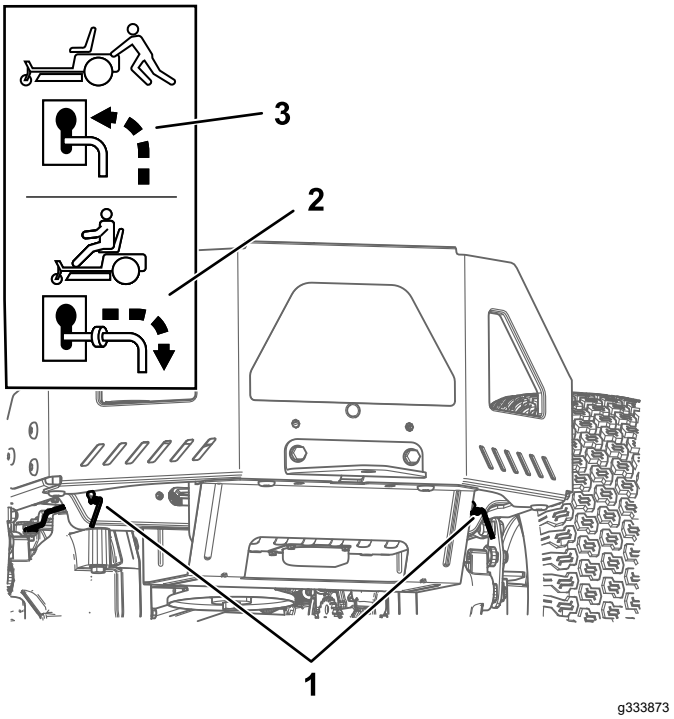

Figur 31
4. Flytt omløpsspakene forover gjennom hullet med spor i og nedover for å låse dem i denne stillingen (Figur 31).